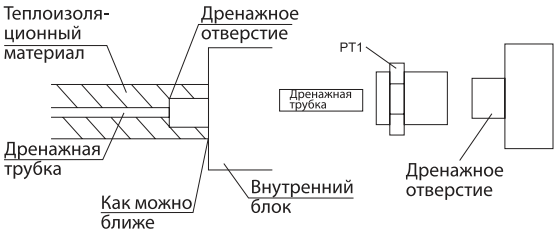

Рисунок 19 - Подсоединение дренажной трубки к внутреннему блоку
• Дренажный трубопровод должен быть надлежащим образом изолирован, чтобы предотвратить образование конденсата. Толщина теплоизоляционного материала должна быть не менее 9 мм (см. рис. 19).